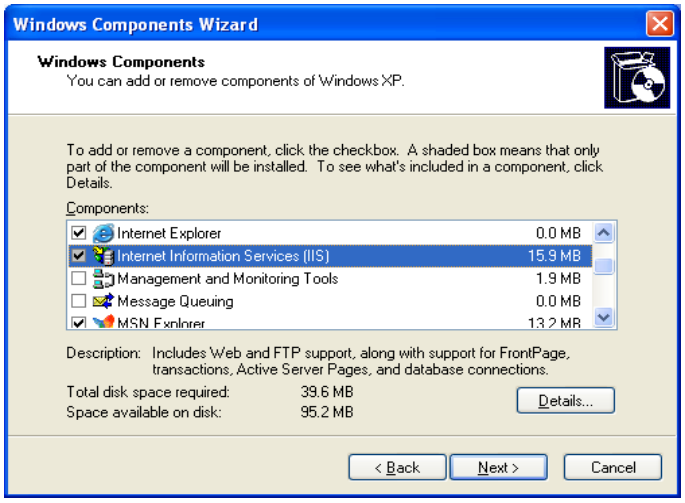

Figure 2.6: Windows Components Wizard
10. The **Windows Components Wizard** dialog box will appear, as shown in **Figure 2.6.** To add IIS to the system, select **Internet Information Services (IIS)** and enable the check box. If the box is already checked, IIS is already installed on the system.